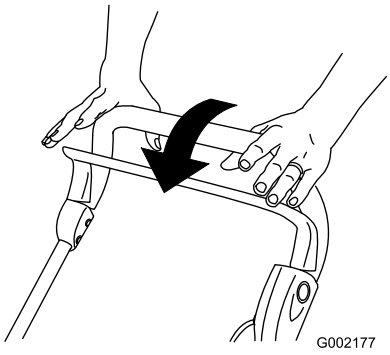

Рисунок 18
1. Отпустите рычаг управления (Рисунок 18).